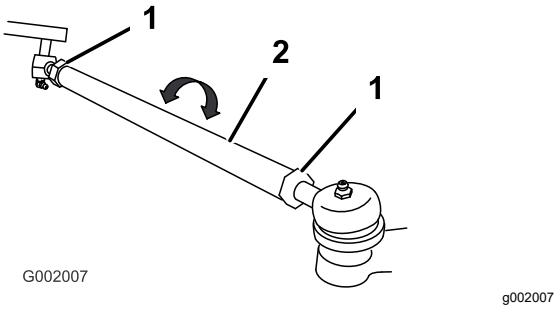

Figur 51
5. Om måttet inte hamnar inom angivet område ska du lossa kontramuttrarna i båda ändarna av dragstängerna (Figur 51).